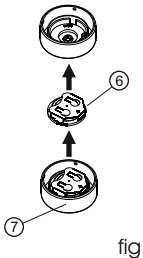

fig.5
- Remove the transmitter (6) from the support (7) (fig.5).
- Den Sender (6) aus der Halterung (7) nehmen (Abb. 5).